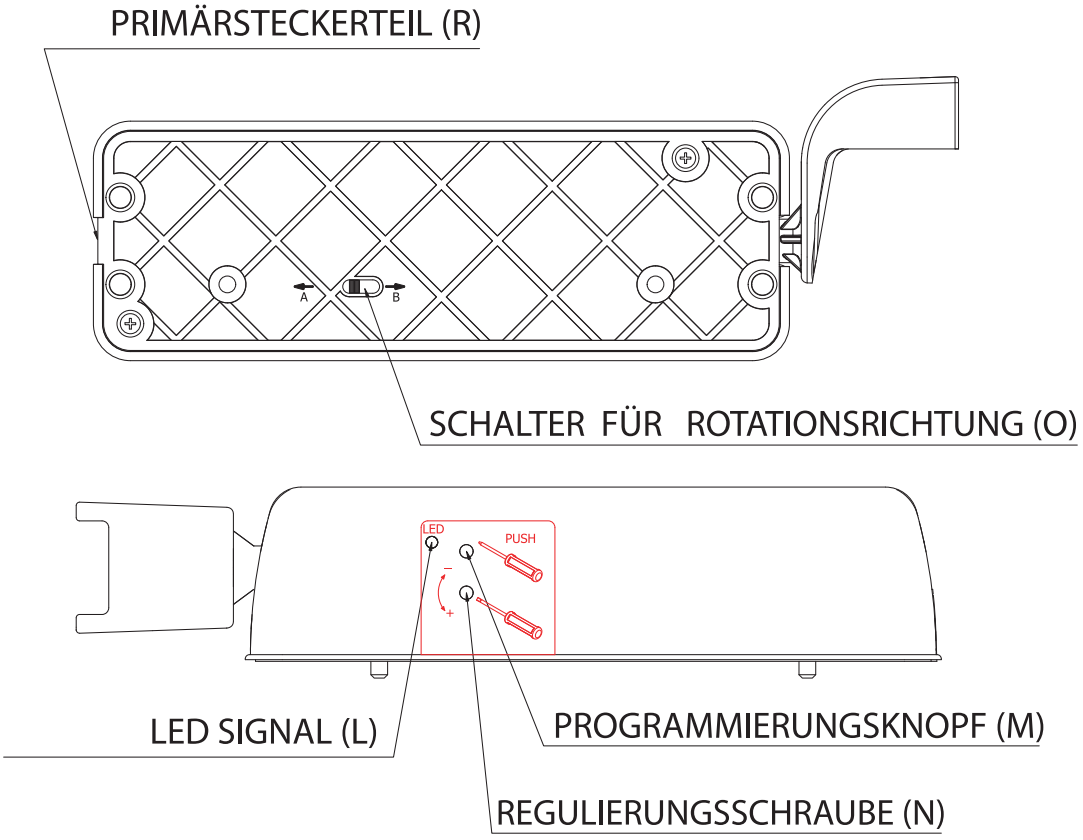

Abbildung 2
Legen Sie den Netztransformator nicht in die Nähe von Feuchtigkeit, verbinden Sie den Ausgang-Stecker und den Stecker in das Gehäuse vom MOTION (R) (Abbildung 2). Dann stecken Sie den Euro-Flachstecker in die Steckdose und versichern Sie sich dass die rote Kontrolllampe leuchtet, dass bedeutet einen korrekten Lauf.